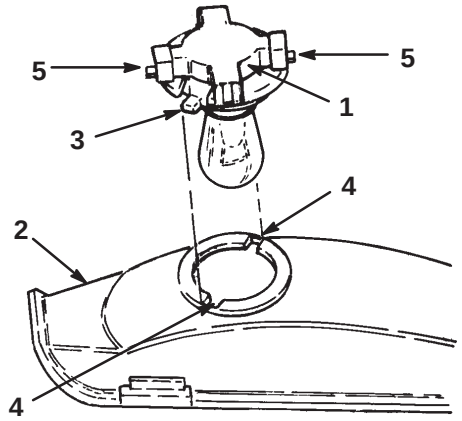

Bild 49
3. Drehen Sie die Birnenfassung um 1/4 Umdrehung entgegen dem Uhrzeigersinn und nehmen die Birne aus dem Reflektor (Bild 49).
2. Die Birnenfassung hat zwei Nasen (Bild 49). Fluchten Sie die Nasen auf die Schlitze im Reflektor aus, setzen die Birnenfassung in den Reflektor ein und drehen die Birne im Uhrzeigersinn 1/4 Umdrehung bis zum Anschlag.